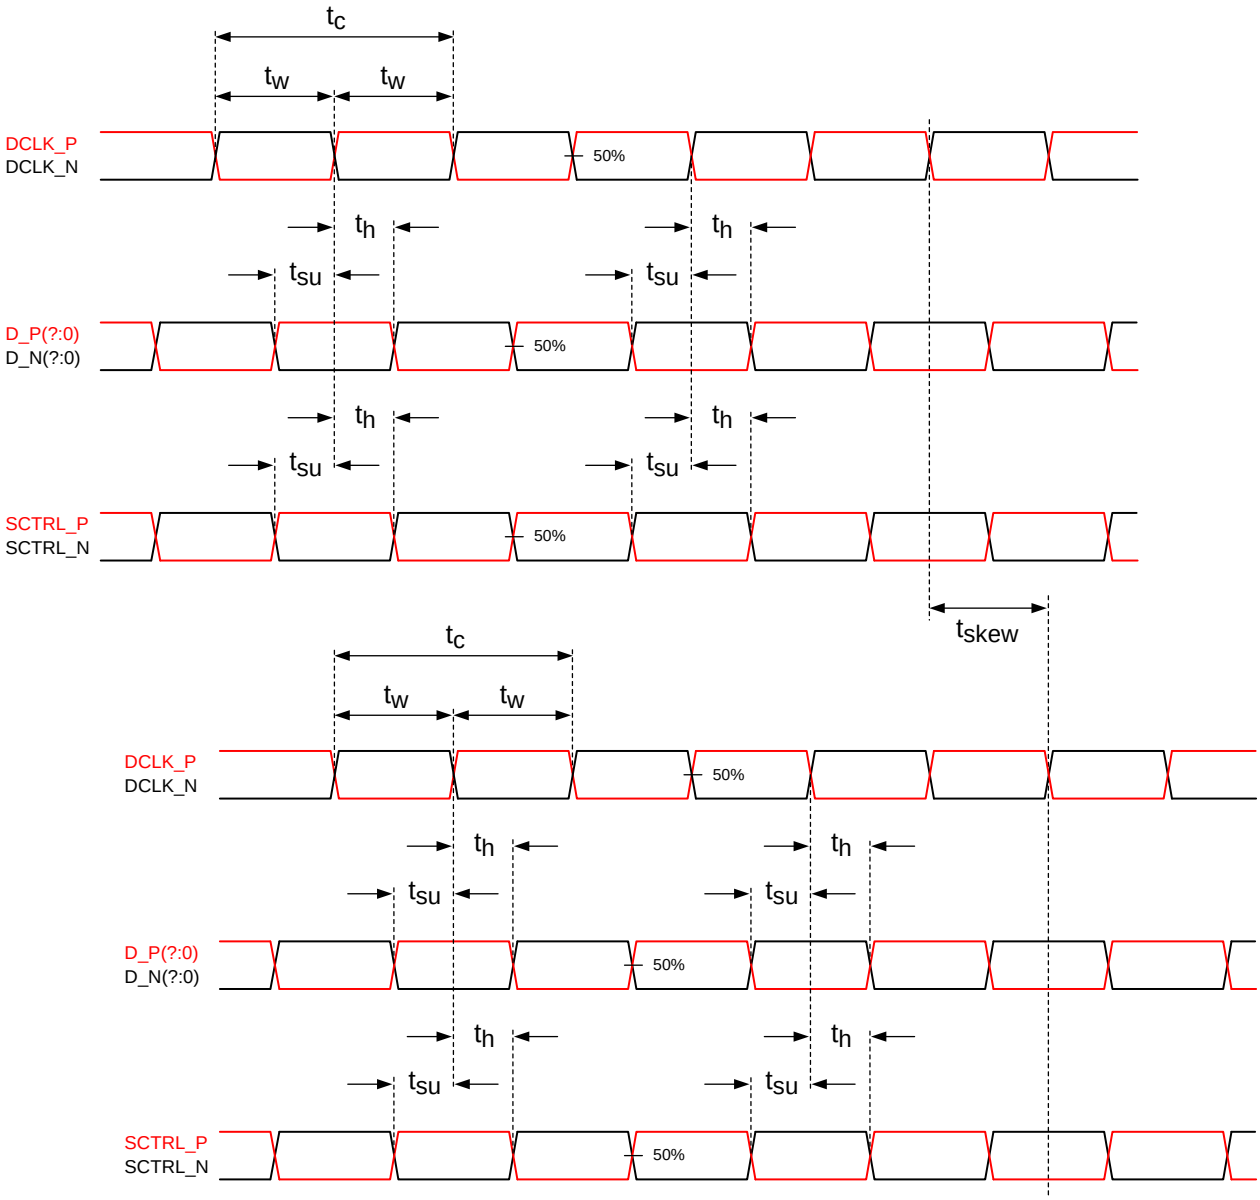

Figure 6. Timing Requirements
(9) See LVDS Timing Requirements in *Timing Requirements* and Figure 6.